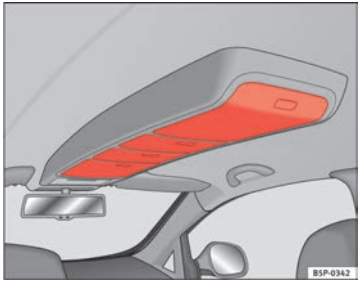

Fig. 103 Vano portaoggetti nel tettuccio
– Per aprire questi vani, premere sul pulsante del coperchio, ⇒ fig. 103. Il coperchio si apre in modo automatico.